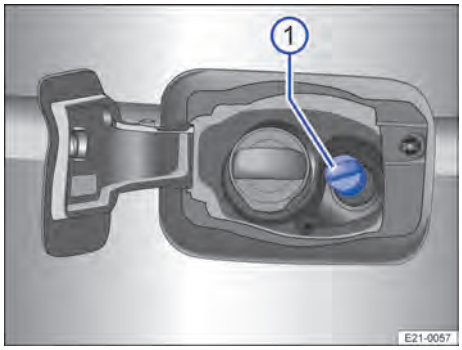

**Fig. 151** Detrás de la tapa del depósito de combustible: tapón de la boca de llenado de AdBlue.
La boca de llenado de AdBlue® se encuentra detrás de la tapa del depósito de combustible, junto a la boca de llenado de este → fig. 151 ①.